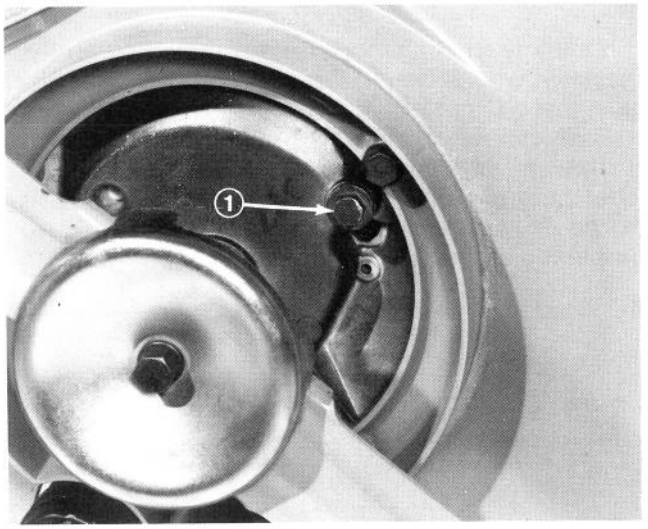

Figure 31
3. Tip mower on its left side, remove drain plug (Fig. 31) from bottom of engine, tip mower down over drain pan and allow oil to drain into pan.